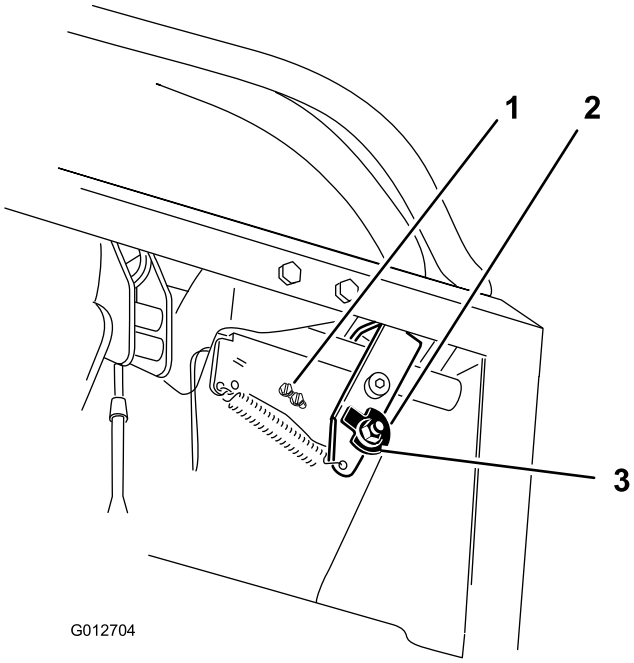
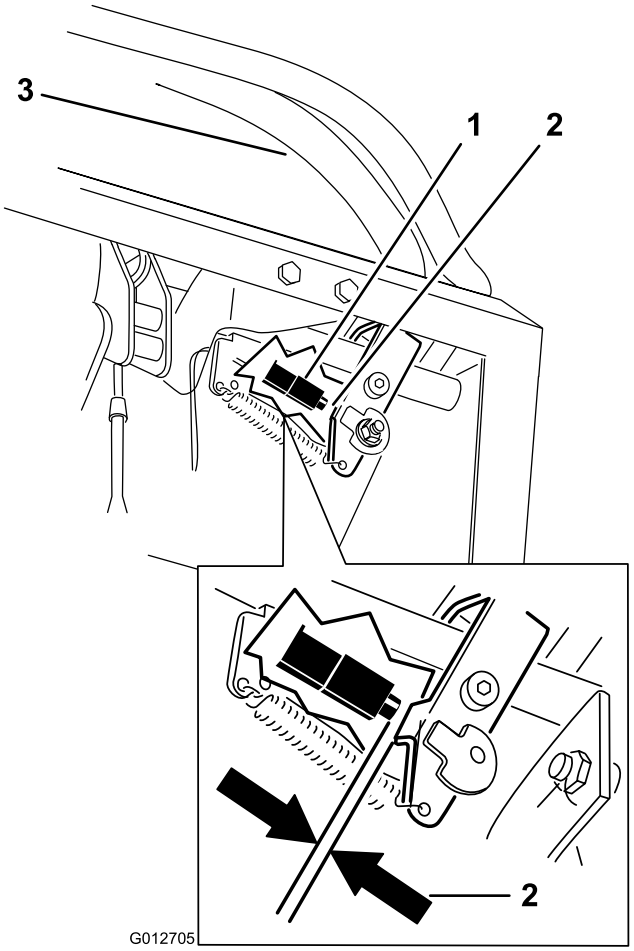

Figuur 68
Figuur 69
7. Draai de moer los waarmee de nok is bevestigd (Figuur 68).
10. Controleer de opening tussen de rijhendel en de schakelaar zoals getoond in Figuur 69. De opening moet 3 mm bedragen met de rechterrijhendel in de vergrendelde neutraalstand.
11. Draai indien nodig de schroeven los waarmee de schakelaar is bevestigd en verstel de schakelaar (Figuur 68 en Figuur 69).